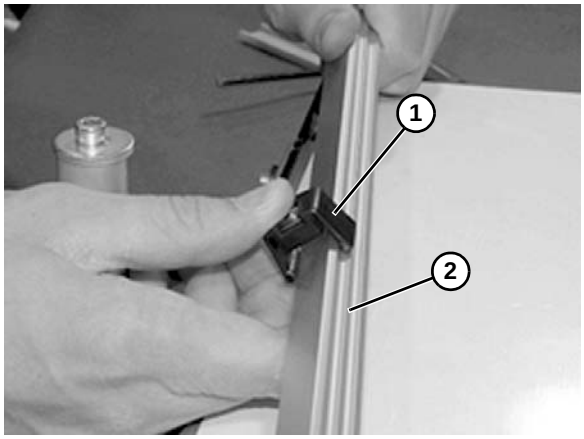

Abbildung 39
4. Klammer **(Abbildung 39, Teil 1)** auf Führungsschiene **(Abbildung 39, Teil 2)** einschnappen.